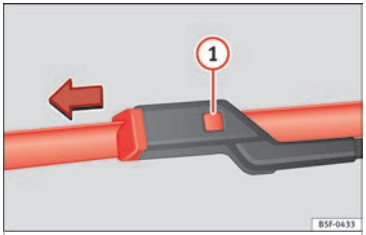

Bild 79 Byta torkarblad fram
- Tryck och håll in frigöringsknappen ››› **bild 79** (1) och dra samtidigt försiktigt torkarbladet i pilens riktning.